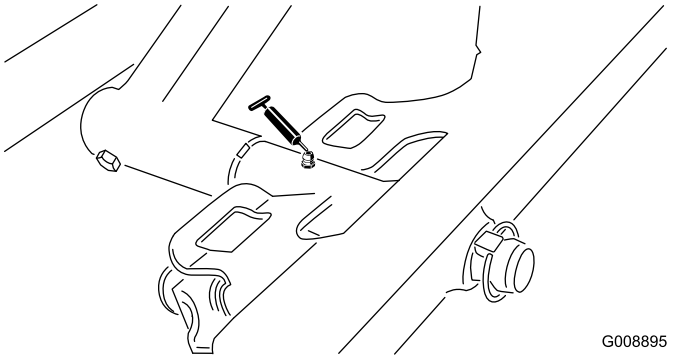

Figur 37
- Fremre klippeenhetsaksel (Figur 37)